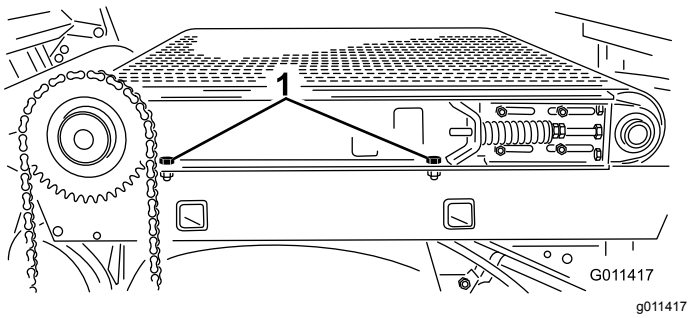

**Figur 34**
6. Løsne de to hodeskruene, skivene og mutterne som fester skyveplanet til rammen på høyre side av maskinen (Figur 34). Påse at festene er løse nok til at skyveplanet kan vippes.